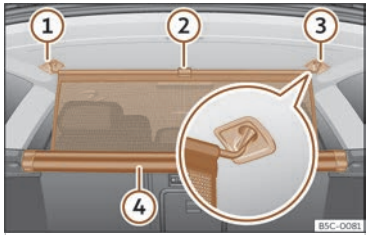

Fig. 195 In the luggage compartment: securing the partition net.
- Pull up handle ››› **Fig. 195** ② to remove the net from the casing ④.
- Hook in the partition net on the right or left side ③ (magnified image).
- Hook in the partition net into the housing on the other side ① by pulling the rod.